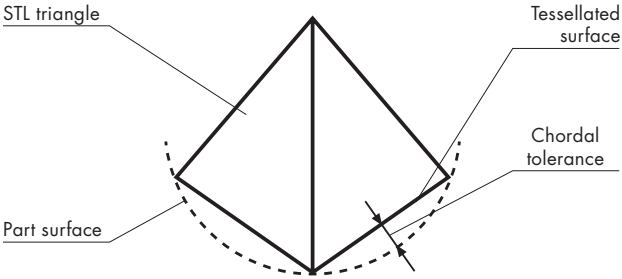

Figure 19: Chord Height
- **Chord Height** – specifies the maximum distance between a chord and the part's surface (see Figure 19). This controls the degree of tessellation of the model surface. The smaller the chord height, the less deviation from the actual part surface, but the bigger the file.